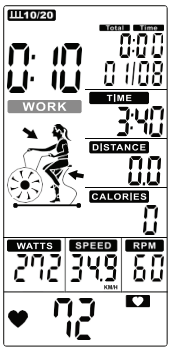

Figure 25
3. Cycle time counts down from 20 to 0 and **WORK** Fashes once per second . Meantime windows displays rotation animation and count down from 4 minutes. Then TOTAL TIME, DISTANCE, CALORIES, WATTS, SPEED & RPM start calculating, counting displays '01/08' (Figure25).